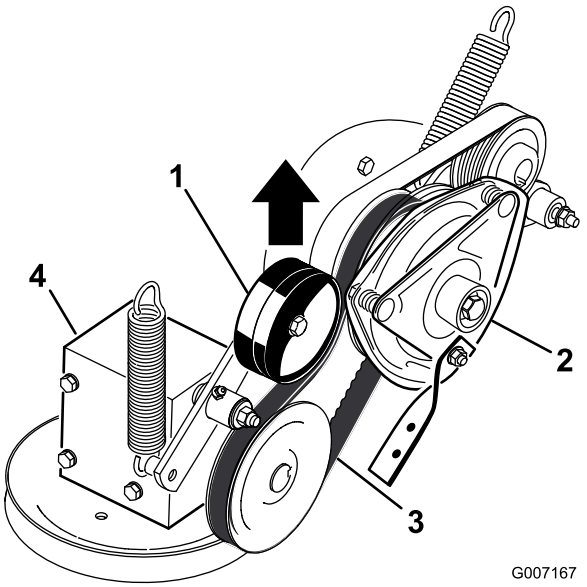

Rysunek 61
4. Pociągnij sprężynowe koło pasowe luźne paska napędowego WOM i zdejmij pasek z koła pasowego sprzęgła (Rysunek 61).
16. Pociągnij sprężynowe jałowe koło pasowe luźne paska napędowego WOM i załóż pasek na koło pasowe sprzęgła (Rysunek 61).